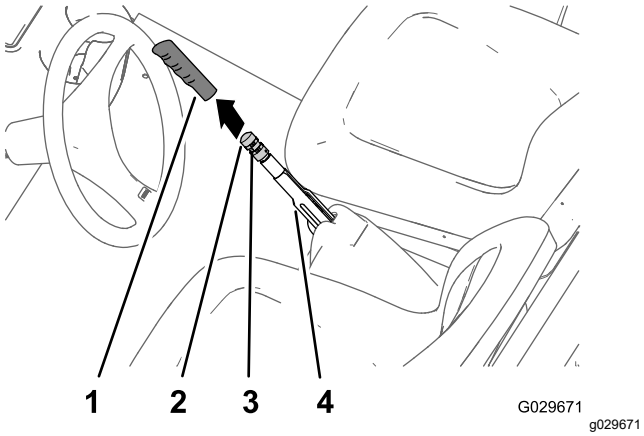

Figur 63
1. Ta bort handtagsgreppet från parkeringsbroms-spaken (Figur 63).
2. Lossa ställskruven som håller fast bromsjuste-ringsvredet på parkeringsbromsspaken (Figur 63).
3. Vrid bromsjusteringsvredet tills det når en kraft på 133–156 N för att koppla in parkeringsbromsspaken (Figur 63).
4. Dra åt ställskruven och montera handtagsgreppet (Figur 63).
2. Lossa ställskruven (Figur 63) som håller fast bromsjusteringsvredet på parkeringsbromsspaken, koppla ur parkeringsbromsen och lossa bromsjusteringsvredet.
5. Vrid bromsjusteringsvredet (Figur 63) tills en kraft på 133–156 N krävs för att koppla in parkeringsbromsspaken.
C. Vrid bromsjusteringsvredet (Figur 63) så att det behövs en kraft på 133–156 N för att koppla in parkeringsbromsspaken.
- Dra åt ställskruven och montera handtagsgreppet (Figur 63).